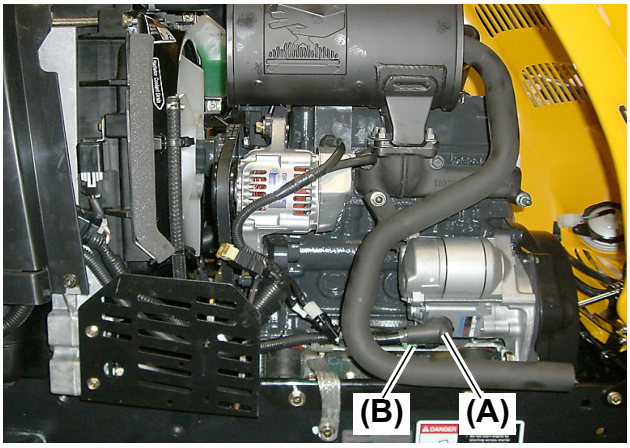

Fig. 14
26. Disconnect the positive (+) battery cable **(Fig. 14, 15, (A))** and starter motor connector **(Fig. 14, (B))** from the starter motor.
- The positive (+) battery cable **(Fig. 14, 15, (A))** is made of copper. Be careful of its tightening torque.